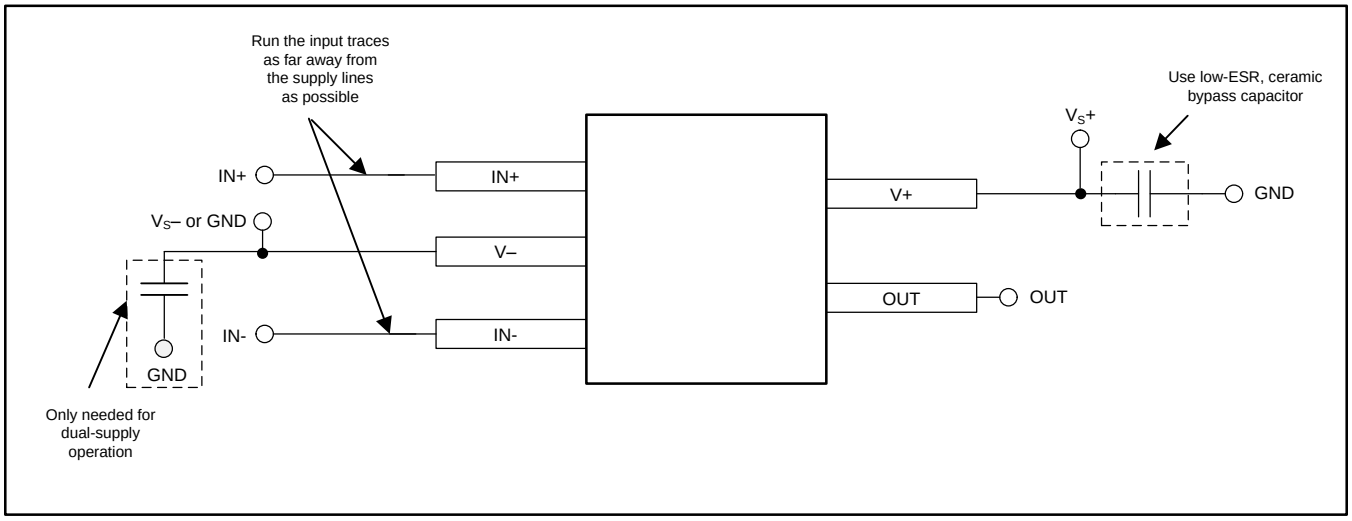

**Figure 22. Comparator Board Layout**
- To minimize supply noise, place a decoupling capacitor (0.1-µF ceramic, surface-mount capacitor) as close as possible to $V_S$ as shown in Figure 22.